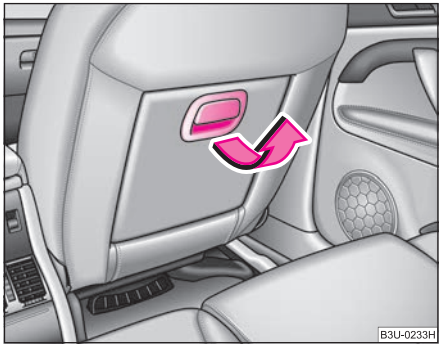

Fig. 59 Front passenger seat: folding central back rest
– Pull the handle in direction of arrow ⇒ fig. 59 and pull the central part of the back rest downwards.